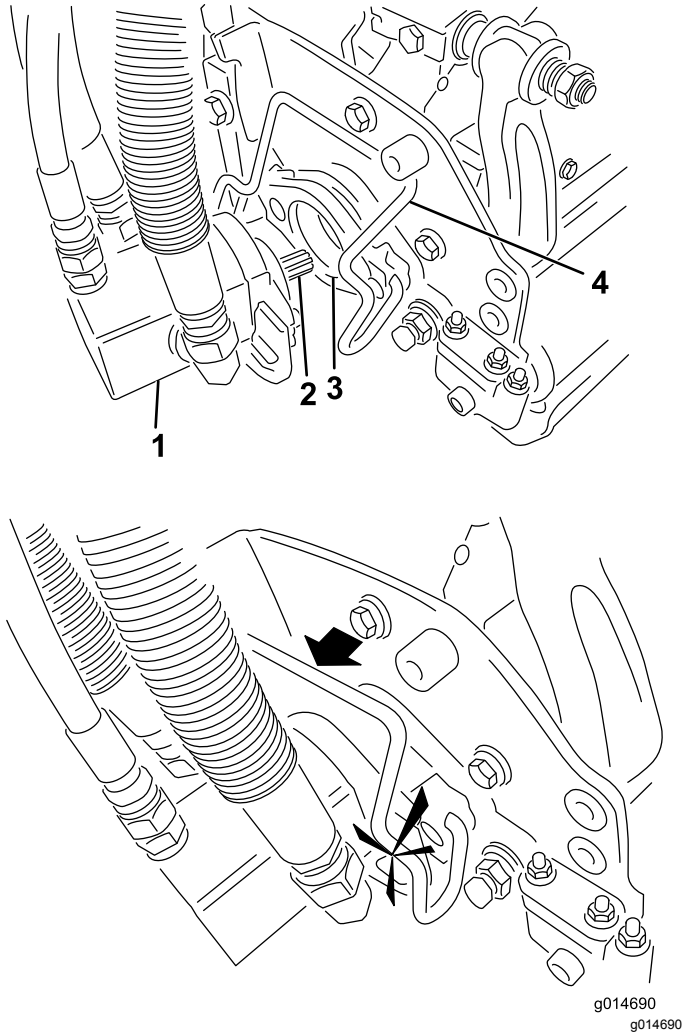

Figura 3
4. Introduzca el motor en el lado izquierdo del aireador (visto desde el puesto del operador) y tire de la barra de retención del motor del aireador hacia el motor hasta que oiga un "clic" en ambos lados del motor (Figura 3).